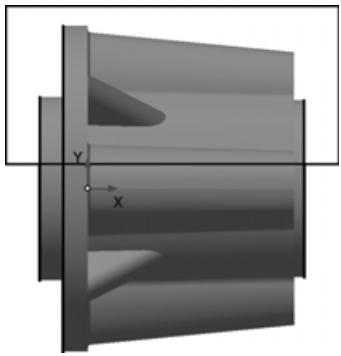

Рис. 8.127
- Постройте прямоугольник стилем линии **Основная** таким образом, чтобы его нижний отрезок прошел выше точки начала координат эскиза, а все остальные отрезки выступали за контур детали **Ступица** (рис. 8.127).